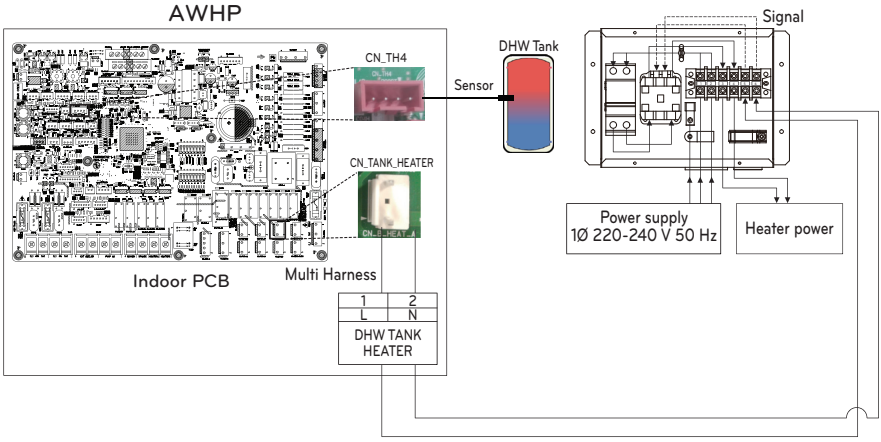

Fig. 1
Step 4. Connect power supply to the DHW tank kit as shown fig. 1.
Step 1. Decide where the remote temperature sensor is Installed. Then, Determine the location and height of the fixing screws in fig. 1 (Interval between the screws : 60 mm)